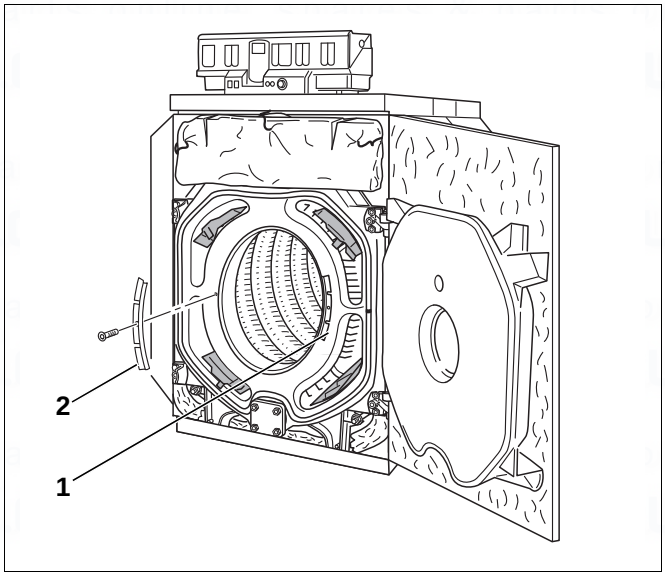
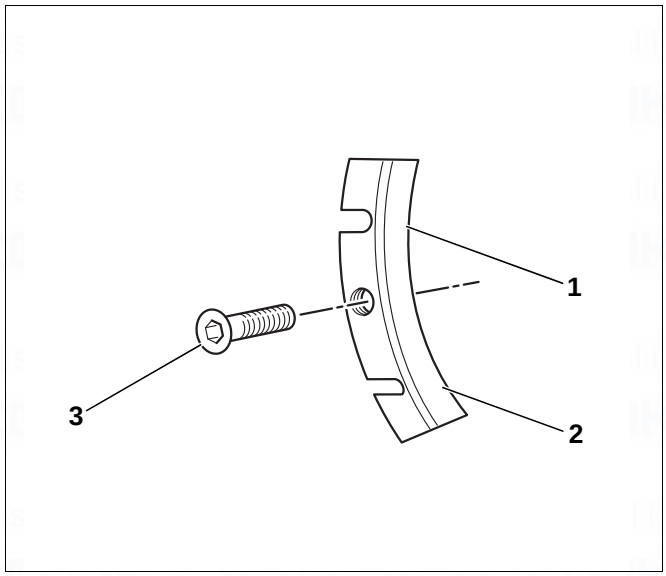

Fig. 68 Position of hot gas check plates
Fig. 69 Hot gas check plate
- Take the hexagon socket screws out of the hot gas check plates on the left and right (Fig. 68, [1] and [2]) and remove the hot gas check plates.
- Take the hexagon socket screw (Fig. 69, [3]) out of the hot gas check plate on the left and right (Fig. 68, [1] and [2])and remove the hot gas check plates.
- Place the hot gas check plate on the support with the channels (Fig. 69, [1] and [2]) facing downwards. Knock off one segment of the left and right hot gas check plate with a hammer.